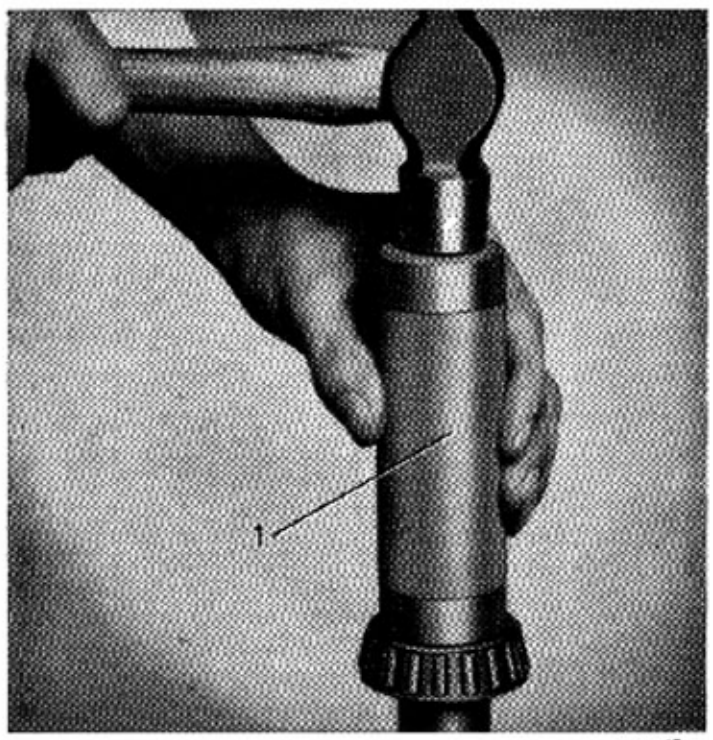

Bild 46 A-34. Montering av drivaxellager
5. Anbringa verktyg SVO 2452 på bakväxelhuset, se bild 46 A-10. Spänn ut verktyget tills tapparna precis ligger an mot hålkanterna i huset och dra därefter skruven ytterligare 3—3,5 varv. Montera differential och ytterringar. Ta bort verktyg SVO 2452. Montera överfallen och dra skruvarna. Åtdragningsmoment, se "DATA".